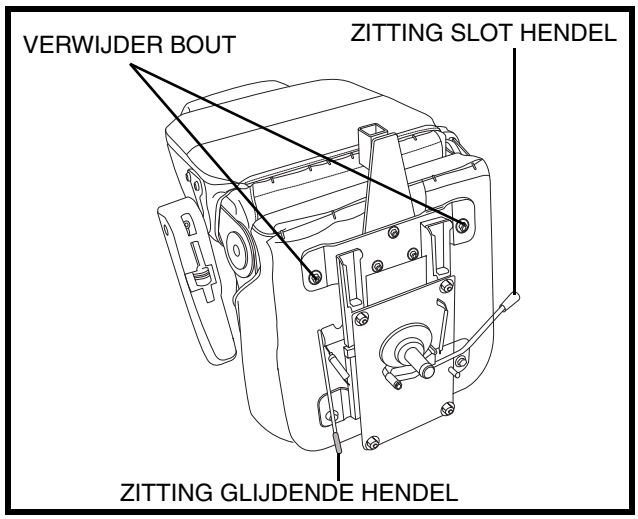

Figuur 20. Zitting Verstelling
1. Druk naar voren op de zitting slot hendel om de zitting te ontsluiten. **Zie figuur 20**.
1. Beweeg de zitting glijdende hendel naar buiten. **Zie figuur 20**.
3. Verwijder de bouten aan de buitenzijde van de zitting-bevestigingsplaat aan de achterzijde van de stoel. **Zie figuur 20**.